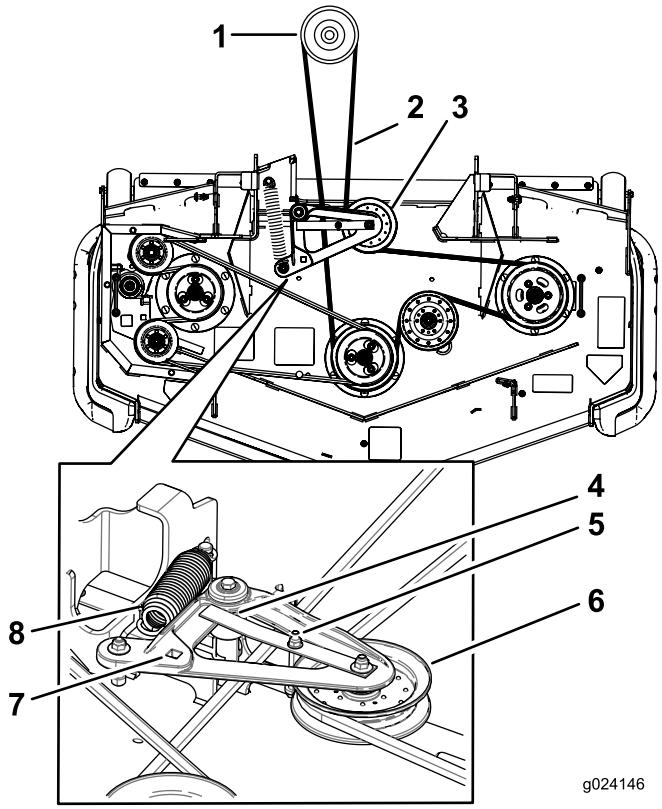

Figuur 95
5. Hef het vloerdeel op en steek een momentsleutel in de vierkante opening in de spanpoelie (Figuur 95).
6. Draai de spanpoelie van het maaidek rechtsom, til het lipje van de riemgeleider op en verwijder de maaidekriem van de koppeling (Figuur 95).